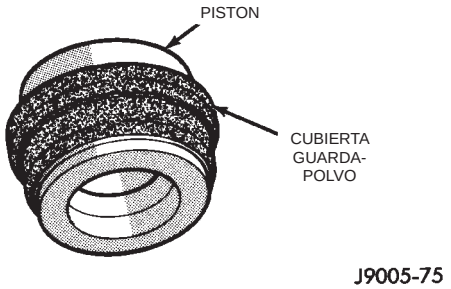

Fig. 52 Cubierta guardapolvo en el pistón
(5) Instale la cubierta guardapolvo nueva en el calibrador del pistón y asiéntela en la acanaladura del mismo (Fig. 52).